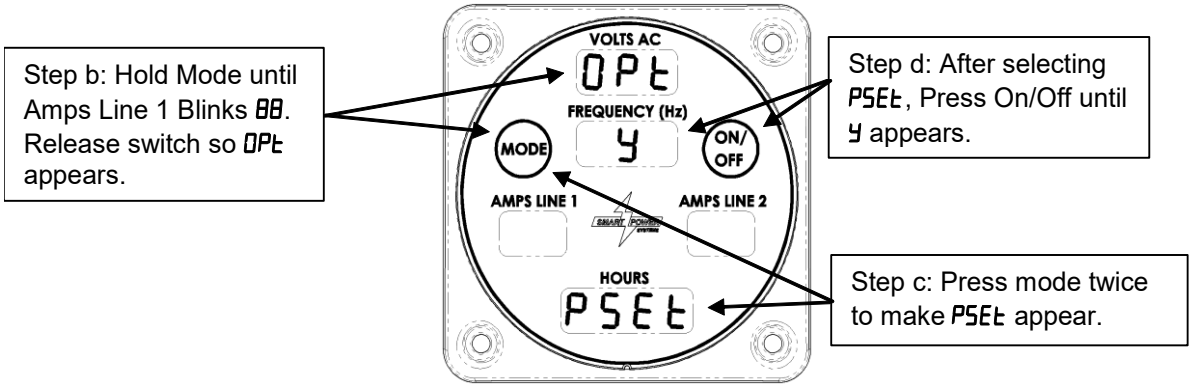

Figure 32 – Enabling Pump Set Option
b. Press and hold the Mode button until the Amps Line 1 field blinks with 88 (more than 10 seconds). Release the button while the Amps Line 1 field is blinking to make OPt appear. Reference Figure 32.